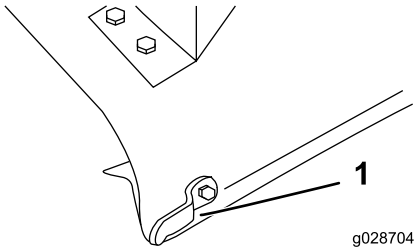

Figur 7
1. Markér og bor et hul på 3/8 tomme i diameter gennem midten af deflektorstoppet (Figur 7).